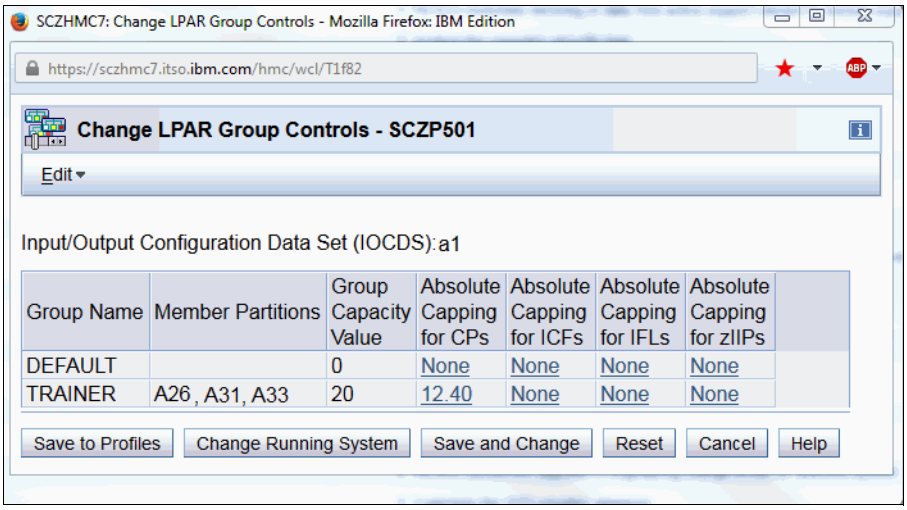

Figure 11-16 Change LPAR Group Controls - Group absolute capping
- Use Change LPAR Group Controls (same windows that are used for software group defined capacity) as shown in Figure 11-16 (snapshot on a z13 server).